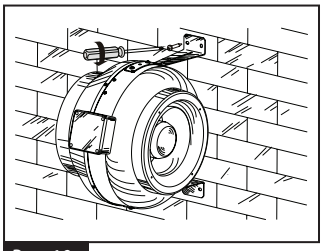

Рис. 10
5. Зафиксируйте вентилятор при помощи шурупов (рис.10).